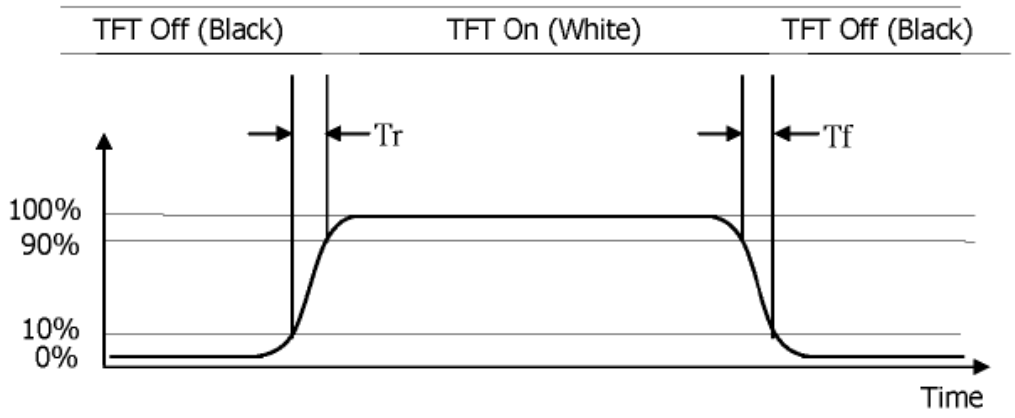

Figure 10: Response Time Testing
5. The electro-optical response time measurements shall be made as FIGURE 10 by switching the "data" input signal OFF and ON. The times needed for the luminance to change from 10% to 90% is Tr, and 90% to 10% is Tf. or